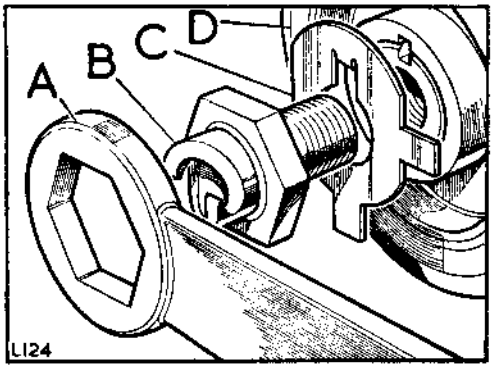

**Fig. A2-100. Fan belt driving pulley fixings**
6. Fit the starter dog and pulley, Fig. A2-100 refers. The correct torque loading for the starter dog is 150 lb ft (20,5 mkg).